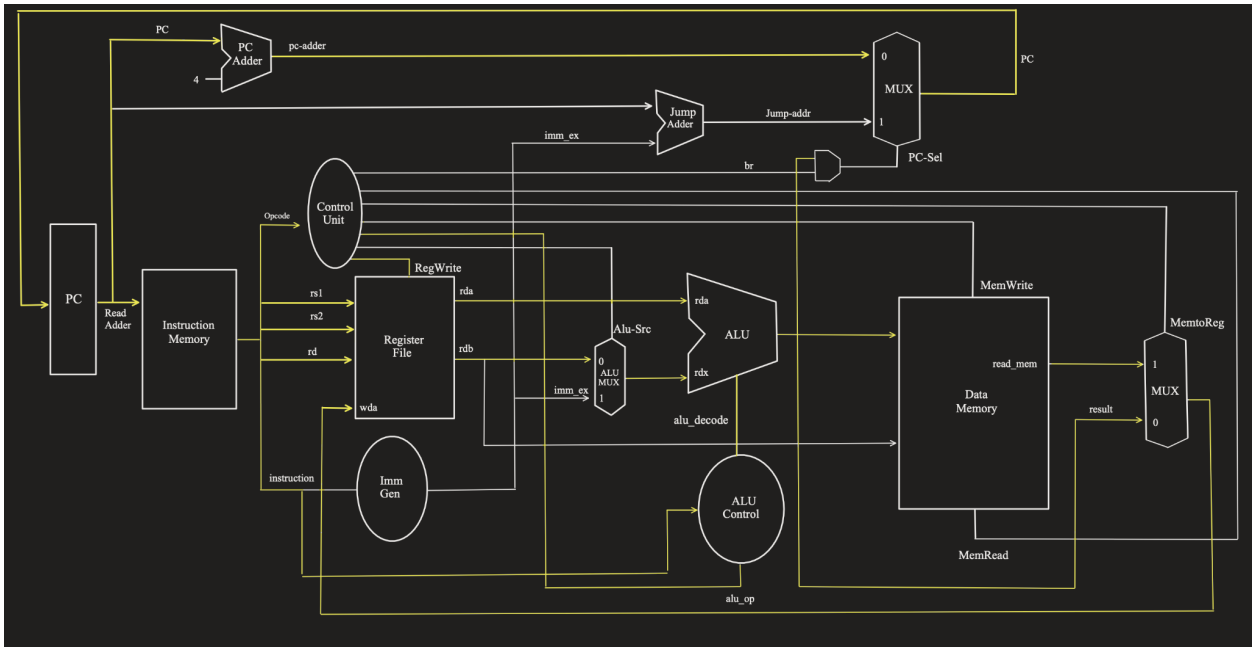

Figure 1: R-Type Datapath
Figure 1 illustrates the datapath of an R-Type instruction which executes arithmetic and logic operations. To start the instruction cycle, the program counter (PC) points to a specific instruction in instruction memory. The instruction is then decoded into the opcode and the three registers (rs1, rs2, rd) that are being used in this instruction.